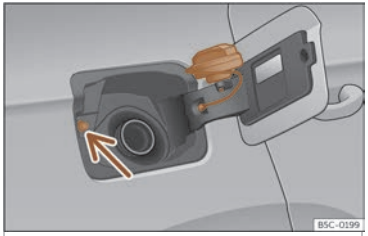

Fig. 206 Tapa del dipòsit amb el tap encaixat.
No toqueu el botó de bloqueig de la tapa de combustible>>> **fig. 206** (fletxa). El sistema entendrà que heu acabat i no podreu seguir fent gasolina. Torneu a prémer la tecla ⛽ de la porta del conductor per continuar.
- Poseu-lo en l'espai que hi ha a la frontissa de la tapa oberta>>> **fig. 206**.